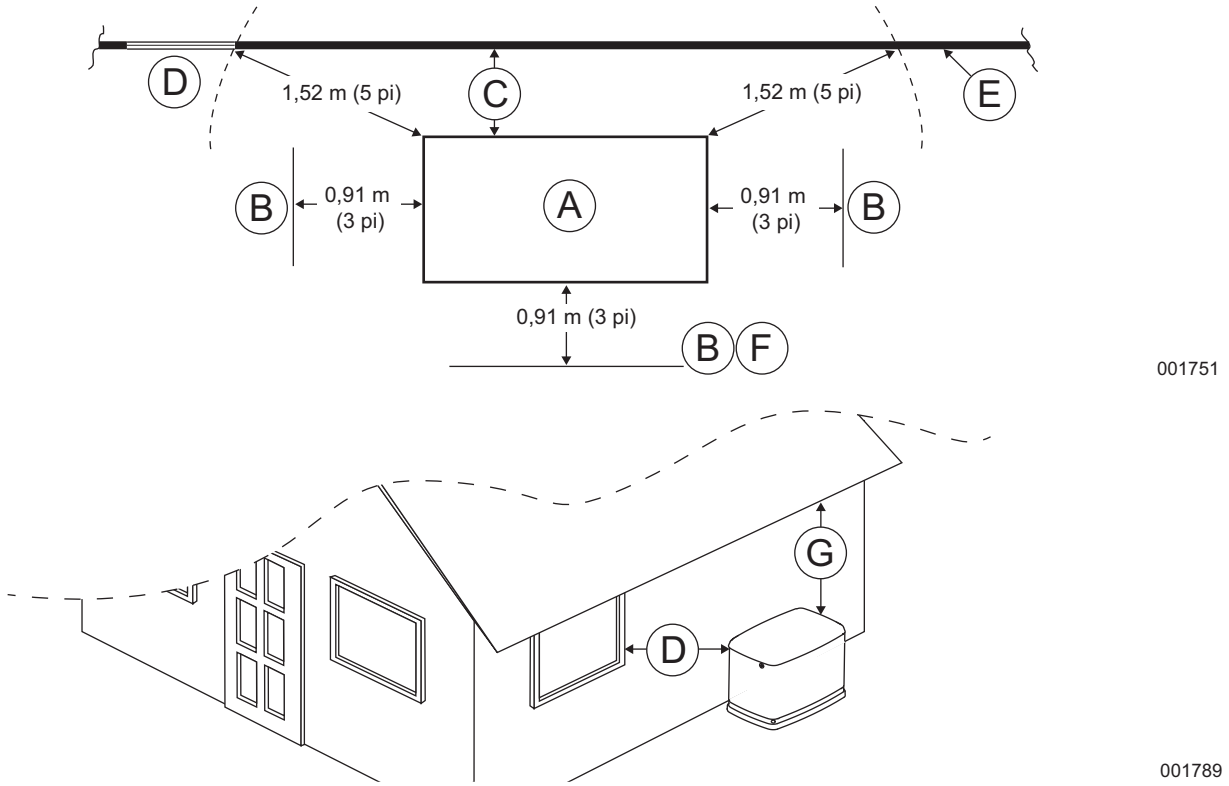

Figure 3-1. Dégagements prévus pour l'installation
Installez le générateur, dans son boîtier protecteur, à l'extérieur, dans un endroit où il y a toujours une aération suffisante pour le refroidissement et la ventilation (***Figure 3-1***). Tenez compte des facteurs suivants :
La National Fire Protection Association (association nationale pour la protection contre l'incendie) a établi une norme (NFPA 37) pour l'installation et l'utilisation des moteurs à combustion fixes. Elle fixe des règles d'espacement entre un ensemble de générateur clos et une structure ou un mur (***Figure 3-1***).
REMARQUE : Les évaluations du Southwest Research Institute approuvent une installation à une distance minimale de 457 mm (18 po) de toute structure (*Figure 3-1*, C). Le Southwest Research Institute est reconnu à l'échelle nationale comme un organisme indépendant d'évaluation et d'homologation.
Compte tenu de cette évaluation et des exigences de la section 4.1.4 de la norme NFPA 37, les lignes directrices pour l'installation des générateurs énumérés ci-dessus sont modifiées et passent à 457 mm (18 po) entre l'arrière du générateur et un mur ou un édifice fixe (C). Pour une circulation d'air et un entretien adéquats, l'espace au-dessus du générateur doit être d'au moins 1,52 m (5 pi) avec un minimum de 0,91 m (3 pi) à l'avant et aux extrémités du boîtier, en tenant compte des arbres, des buissons et des arbustes. La végétation qui n'est pas conforme à ces exigences d'espace pourrait bloquer la circulation d'air. De plus, les gaz d'échappement provenant du générateur pourraient inhiber la croissance des plantes. Consultez la *Figure 3-1* et le schéma d'installation dans le manuel de l'utilisateur pour plus de détails.